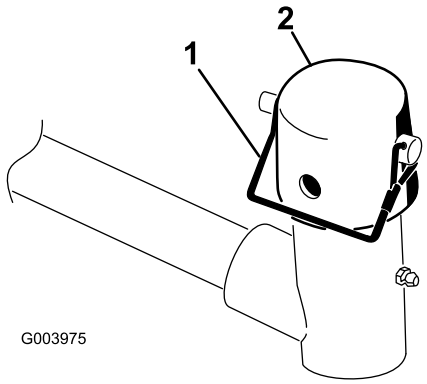

Figur 9
7. Demontera låsstiftet och locket på lyftarmens svängok (Figur 9).
Obs: Använd spåret om du vill styra klippenheten eller använd hålet om du spärrar fast klippenheten (Figur 9).